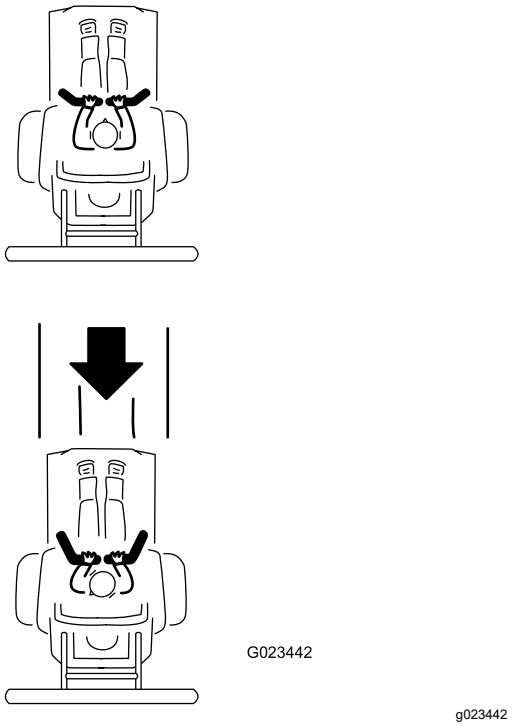

Figuur 20
3. Om achteruit te rijden, kijkt u achterom en trekt u de bedieningshendels langzaam naar achteren (Figuur 20).